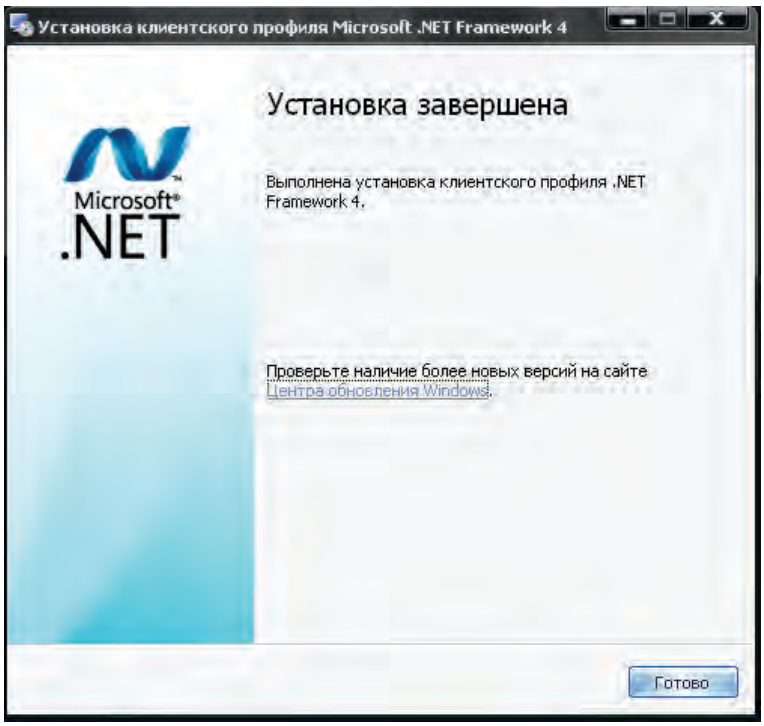

Рис.7
8) проследить за успешностью установки (рис.7) и нажать кнопку "Готово":